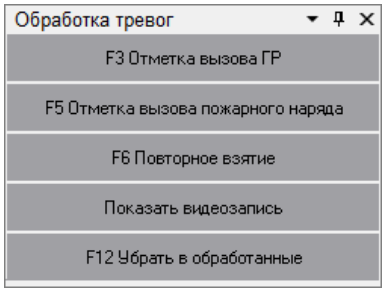

Рисунок 8-9 Панель "Обработка тревог" для выбранного на вкладке "Текущие тревоги" тревожного события объекта пожарной составляющей системы
– Для тревожного события объекта пожарной составляющей системы (см. Рисунок 8-9) – см. п. 8.3.3.1.2;